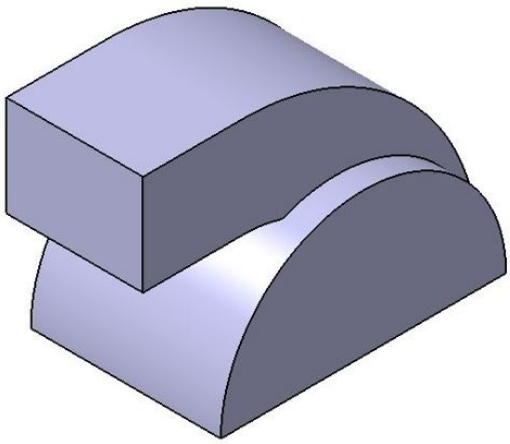

Figure 9-59 *The model after creating the rib feature*
10. Choose the **OK** button from the **Rib Definition** dialog box. The model after creating the rib feature is shown in Figure 9-59.